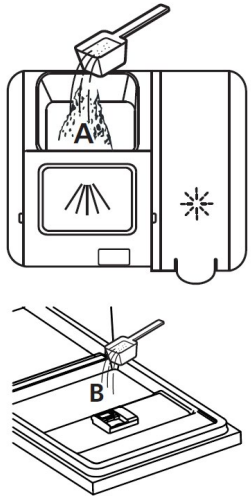

Rys. 7
2. Dodaj środek myjący do głównej komory dozownika (A) tuż przed rozpoczęciem cyklu mycia (Rys. 7). W celu osiągnięcia lepszego wyniku czyszczenia, szczególnie gdy naczynia są mocno zabrudzone, wlej/wsyp niewielką ilość środku myjącego wprost do wewnętrznej wnęki w drzwiach (B). Środek myjący dodany w taki sposób uaktywnia się już w fazie mycia wstępnego.